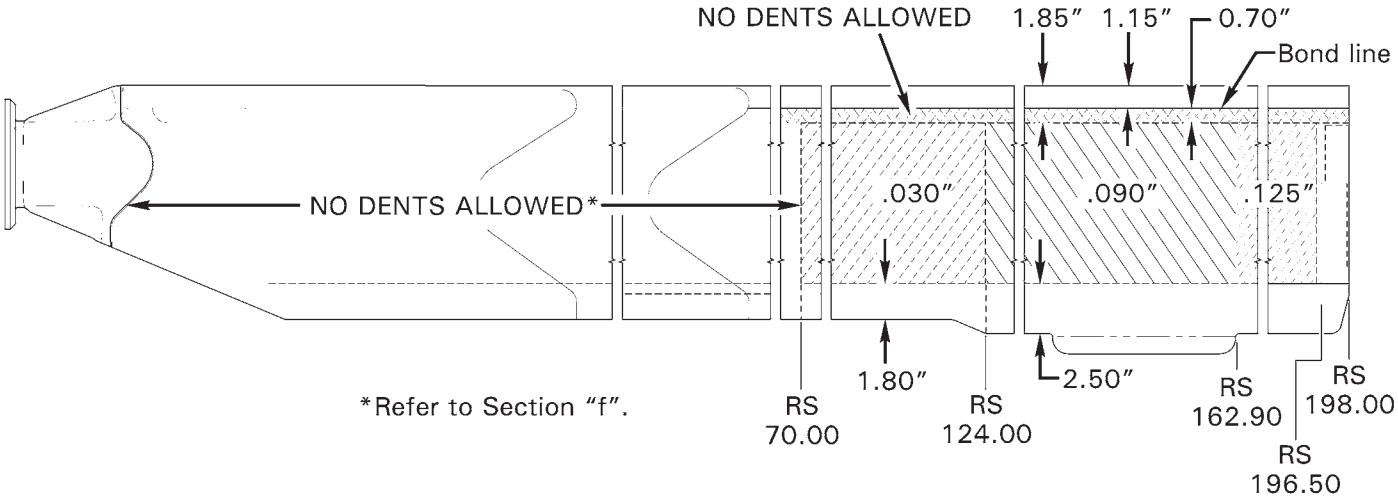

FIGURE 62-11 DENTS ON SKINS AND DOUBLERS - DAMAGE LIMITS
1. Refer to Figure 62-11. Smooth, round bottom dents with 0.060 inch minimum radius that occur in honeycomb and unsupported areas of the blade as listed below may be repaired when damage does not exceed the following limits: